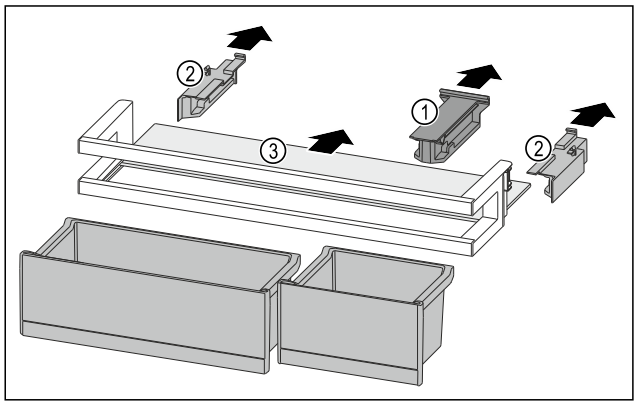

Fig. 248
▶ 拉出定位件 *Fig. 248 (1)*。
▶ 拉出侧面部分 *Fig. 248 (2)*。
▶ 取出搁板 *Fig. 248 (3)*。